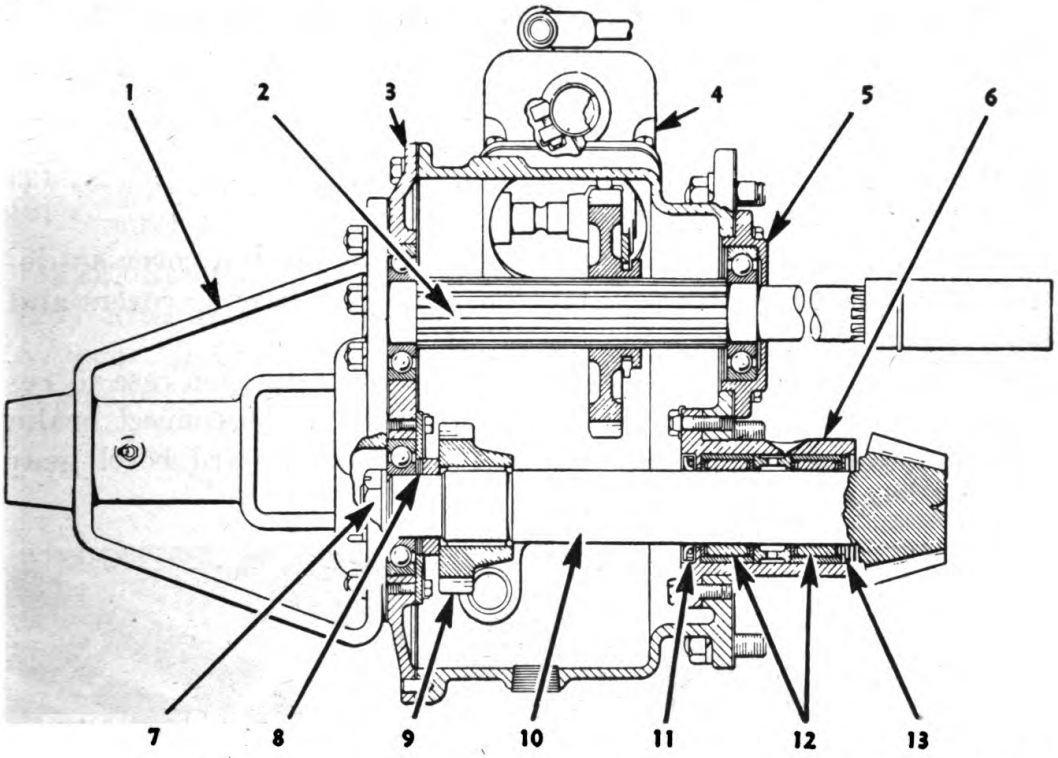
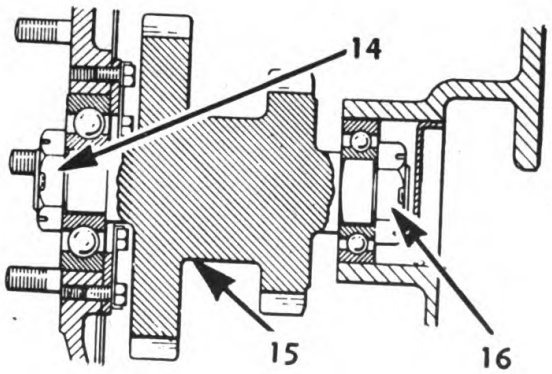

FIGURE 123.—Rear drive attachment disassembly.
FIGURE 124.—Location of intermediate shaft—sectional view.
b. Disassembly.—(1) Remove capscrews which secure housing (4) (fig. 123) to the drive attachment and lift the shift fork out.
(2) Take off drawbar plate (1) which will expose the nuts on lower shaft (10) and on intermediate shaft (15) (fig. 124).
(3) Nuts (7) (fig. 123), (14), and (16) (fig. 124) are 2¼ inches for which wrench L2075 can be used.
(4) The intermediate shaft (15) is located under plate (1) (fig. 123). Remove lower shaft nut (7) and plate (3). When plate (3) is removed, the intermediate shaft will be withdrawn with the plate.
(5) Shims (8) are for locating the lower shaft pinion with relation to the bevel gear.
(6) After gear (9) has been removed, slide lower shaft forward out of bearings (12). Remove bearing cage (6).
(7) Bearings (12) are secured in cage (6) by locking ring (13). Note direction of wiping edge of seal (11). Care should be taken when